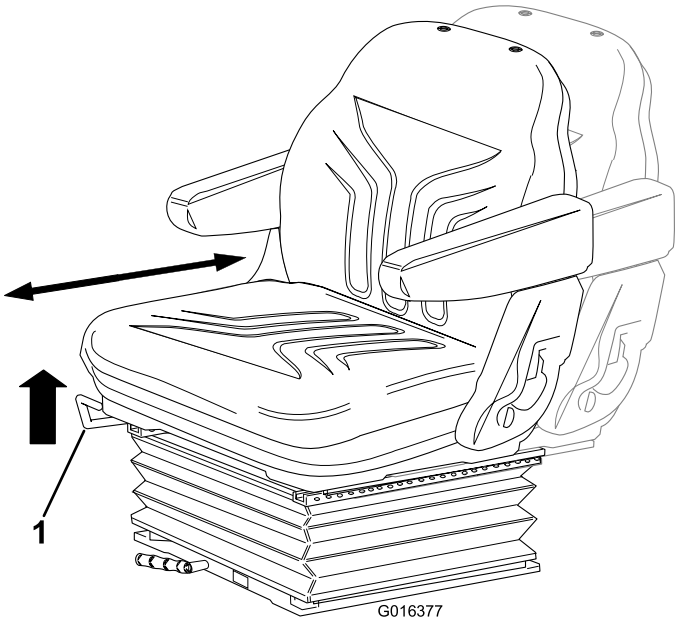

Figur 11
- **Justering for forover/bakover:** Flytt spaken oppover for å justere seteryggen forover/bakover. Slipp spaken for å låse setet på plass (Figur 11).